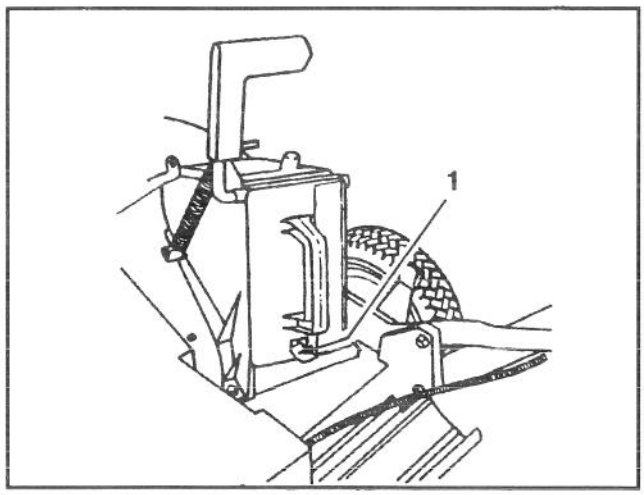

Abb. 12
3. Schieben Sie den Mulchstöpsel ganz hinein, bis die federnde Klemme am unteren Ende einrastet, wodurch der Mulchstöpsel im Auswurftunnel fest verankert wird (Abb. 12). Lassen Sie den Griff der Auswurftür los, um das obere Ende vom Mulchstöpsel zu verankern.